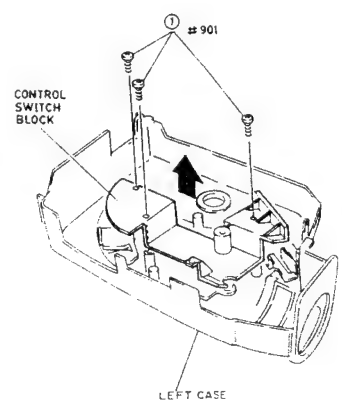

Fig. 2-26
1) Remove three (3) screws holding the control switch block. (See Fig. 2-26)